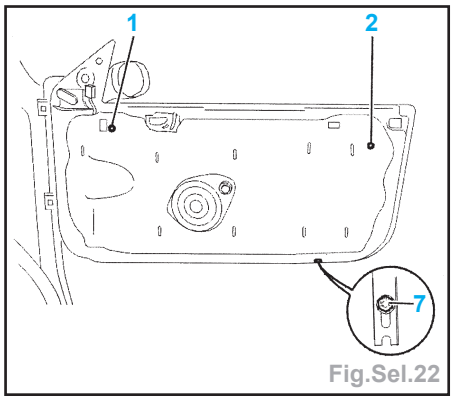

Fig.Sel.22
- Desserrer de ¾ de tour les vis (**1** et **2**) (Fig.Sel.22).
- En cas de frottement sous le joint à la fermeture de la porte (Fig.Sel.22) :